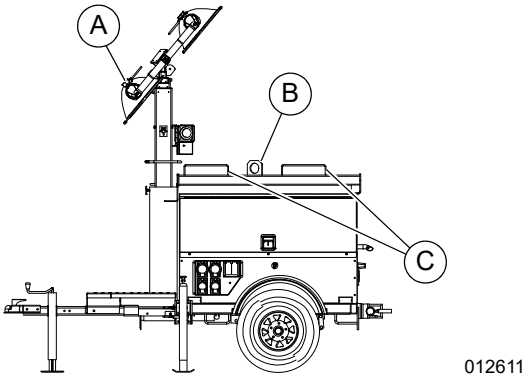

***Figure 3-19. Lifting the Unit***
3. See ***Figure 3-19***. Stow the lights in the travel position, as illustrated (A).